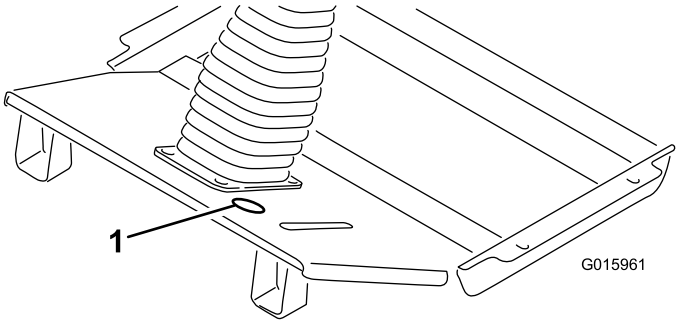

Figur 3
1. Ta bort hålpluggen som sitter mellan bromspedalen och styrkolonnen i golvplattan (Figur 3). Om golvplattan inte har någon hålplugg går du vidare till borrningsanvisningarna i nästa steg.